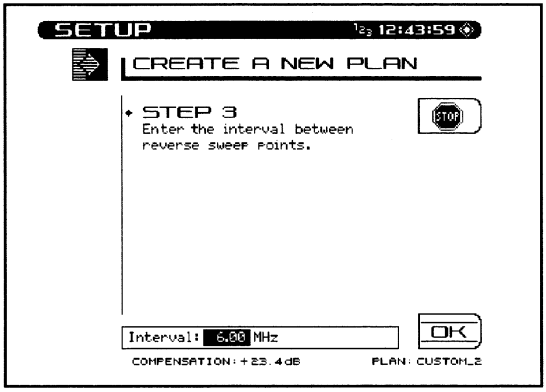

Fig. 14-16 Creating a New Reverse Sweep Plan, Step 3
3. Enter the interval (see Figure 14-16). This interval determines the spacing between sweep points. Use the numeric keys followed by the **ENTER** key. Then press the ***OK*** soft key to continue.